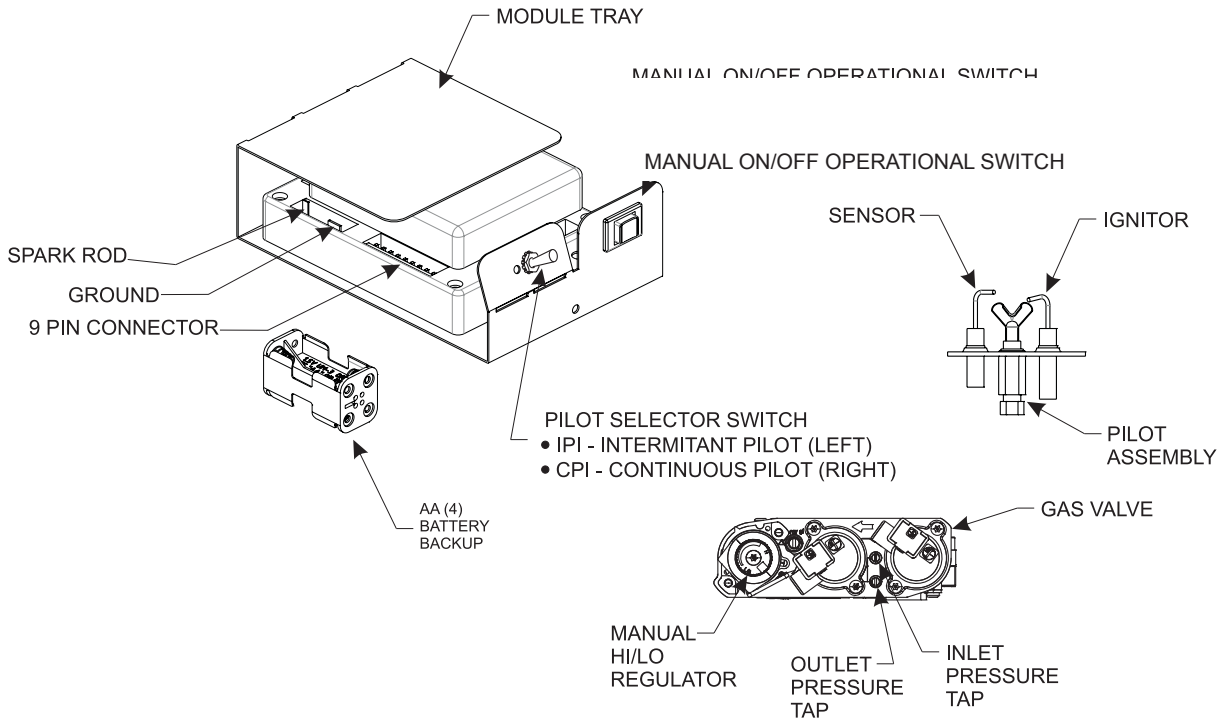

Figure 62
NOTICE: A small toggle switch is located on the front of the module tray that is used to switch from IPI (left) to the CPI (right). **See Figure 62.**
3. The gas valve has inlet and outlet pressure taps as shown in **Figure 62.** Refer to page 12 for gas pressure requirements.
NOTICE: The gas control has a manual HI/LO flame adjustment knob (regulator) that allows you to increase or decrease the height of the burner flame. **See Figure 62.** Rotate the HI/LO knob counterclockwise to "HI" to increase the flame height, and clockwise to "LO" to decrease the flame height.
To connect the remote receiver to the appliance, first disconnect the ON/OFF switch wires from the white and green wire connectors and connect the wires from the remote receiver to the green and white wire connectors. **See Figure 62.**